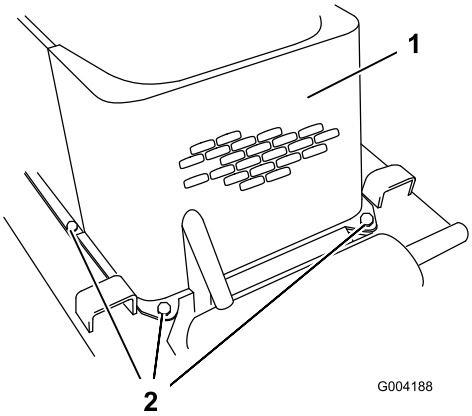

Figuur 27
5. Verwijder de 4 bouten waarmee het voorscherm aan het frame van de tractie-eenheid is bevestigd (Figuur 27).